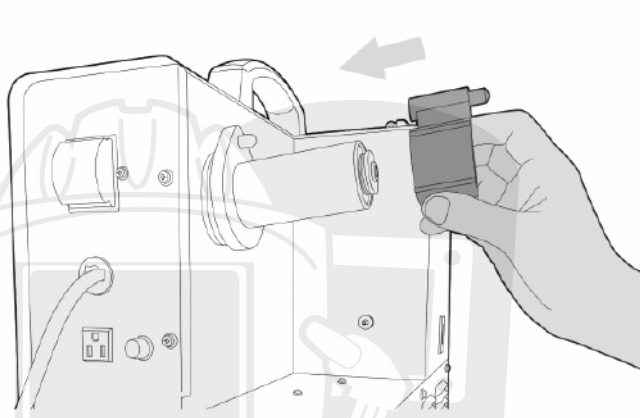

Рис. 8.4.4 Установка адаптера.
**1.** Установите адаптер для катушки, совместите отверстие адаптера и фиксатор катушки (См. рис. 8.4.4).